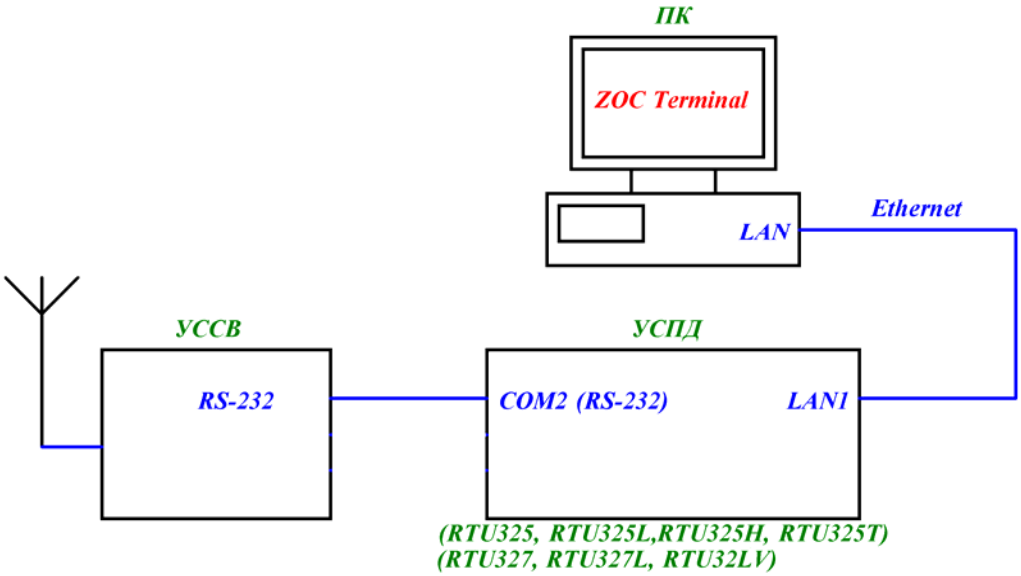

Рисунок 1.
2.3.1.1 Собрать схему согласно рис. 1.